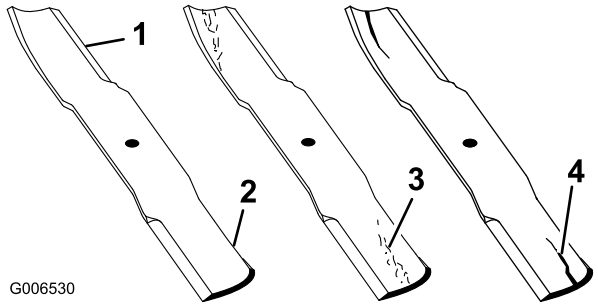

Figur 52
1. Undersøk kniveggene (Figur 52).
2. Undersøk knivbladene, spesielt buen (Figur 52).
Merk: Hvis du finner skader, slitasje eller ser at det begynner å bli hull i denne delen av kniven (elementer 3 og 4 i Figur 52), må den skiftes ut øyeblikkelig.